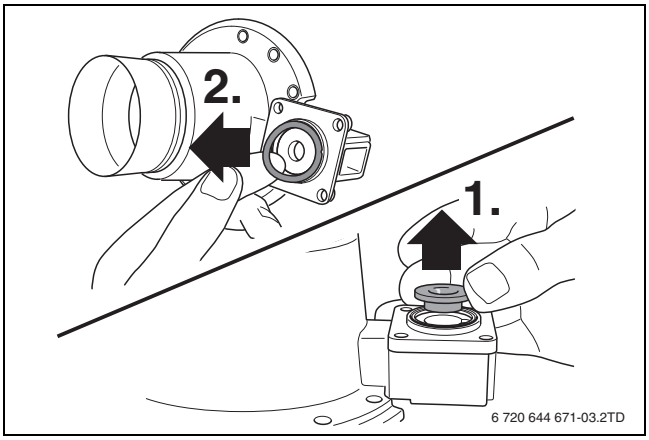

Fig. 15
- ▶ 取出 O 形圈 [1] 以及燃气喷嘴 [2] （→ 图 15，第 45 页）。